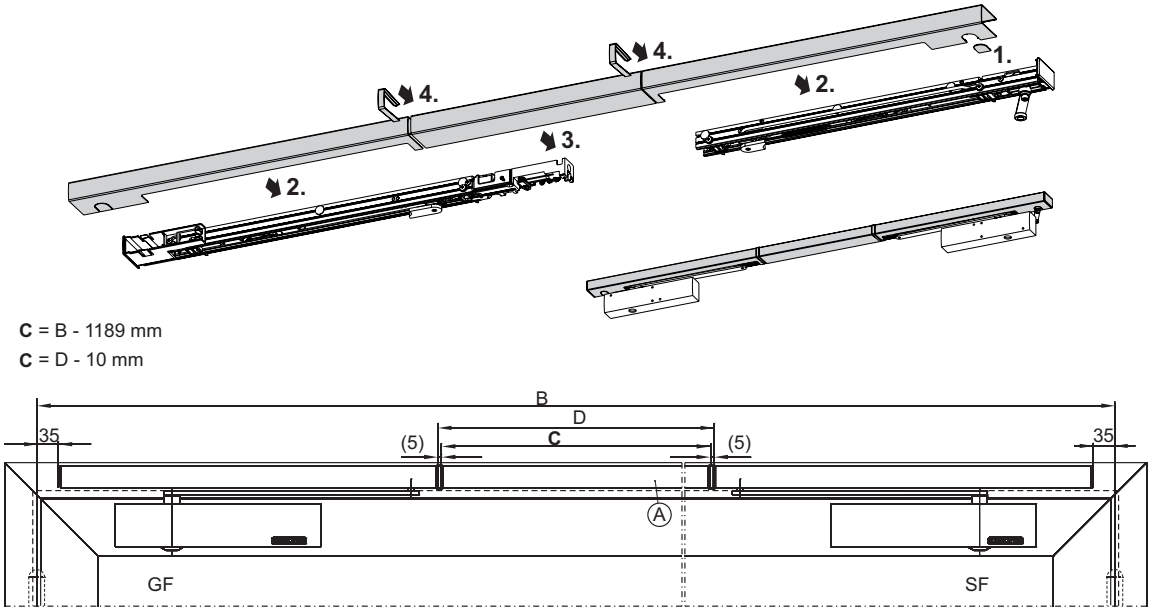

Fig. 6.11.1
- Shorten adjustable-size middle cover panel “A” to size “C” (**Fig. 6.11.1**).